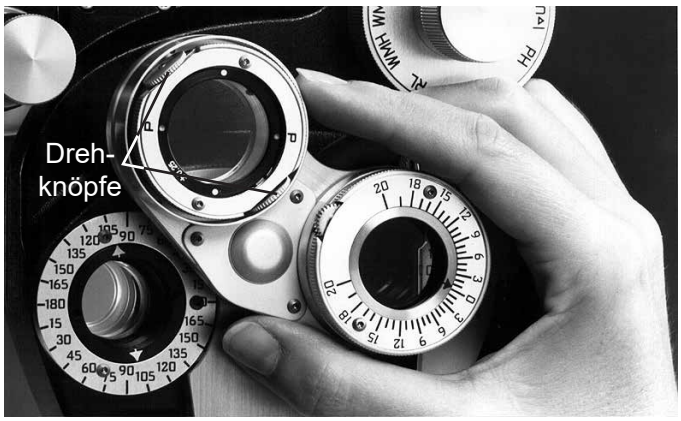

Abbildung JC-1 Finger-Drehknopf
1. Die Kreuzzylinder-Einheit befindet sich in der korrekten Position für eine Achsenkontrolle, wenn die Achse der Finger-Drehknöpfe (Griffe) auf die Achse des Korrekturzylinders ausgerichtet ist und die roten bzw. weißen Punkte 45° zur Korrekturzylinderachse stehen. Siehe Abbildung JC-1.